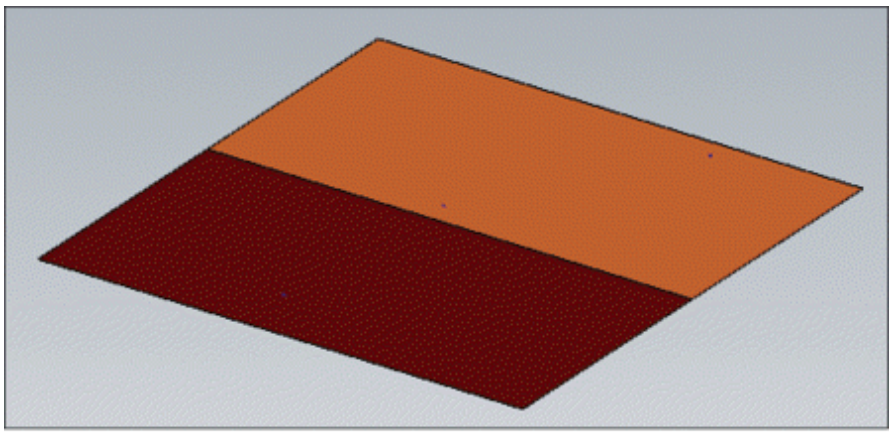

Figure-73. Surface split along U direction
- Click at desired location. Preview of the surface split will be displayed; refer to Figure-73.